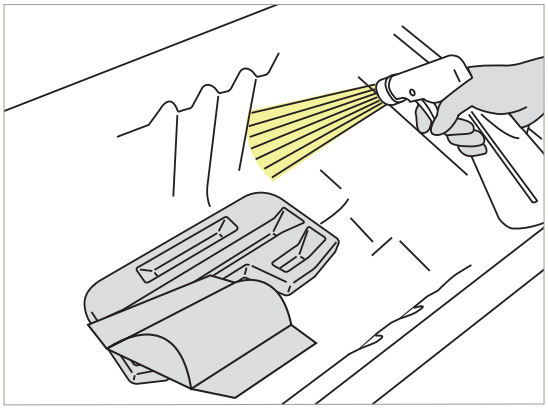

Afbeelding 60
10. Sproei desinfectiemiddel op alle interne oppervlakken van de Classic Line 2 badkuip en op de accessoires op de bodem van de Classic Line 2 badkuip. Keer de accessoires om en besproei de andere kant. Let op onderdelen, knoppen en sensoren die aan het oppervlak van het bad zijn bevestigd, zoals de afvoerregelaar en de handgrepen. Zie Afbeelding 60.